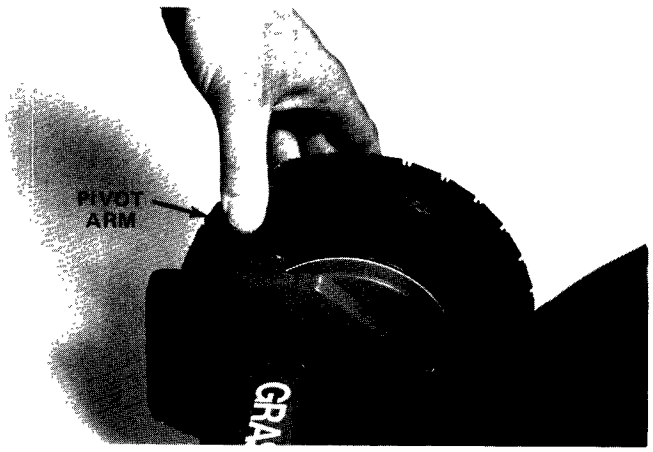

Figure 9
1. Place thumb against inside of pivot arm and fingers against outside of wheel (Fig. 9).